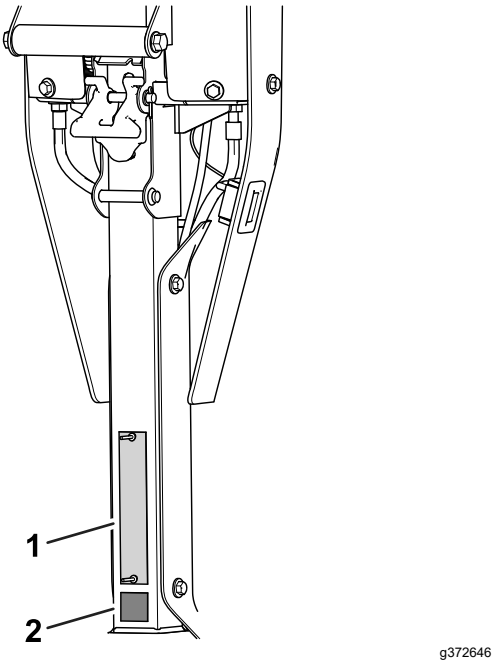

Figuur 6
- Breng de CE-sticker aan onder het plaatje met het serienummer (Figuur 6).